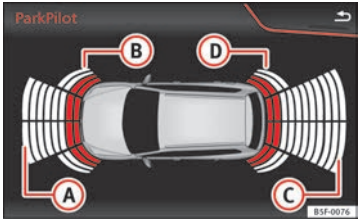

Fig. 108 Represented area
If there is a fault in a sensor, the symbol P is displayed on the Easy Connect display in front of/behind the vehicle. If a rear sensor is faulty, only the obstacles in the areas (A) and (B) are displayed ⇒ Fig. 108. If a front sensor is faulty, only the obstacles in the areas (C) and (D) are displayed.